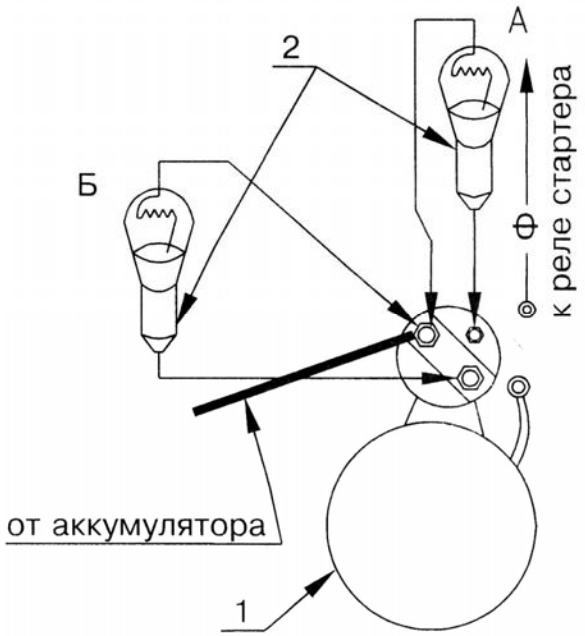

Рис.5. Проверка исправности обмоток тягового реле стартера «МЗ».
2) включите выключатель «массы» и подключите контрольную лампу к клеммам тягового реле стартера как показано на (рис.5). Лампа должна гореть неполным накалом при исправных обмотках тягового реле.